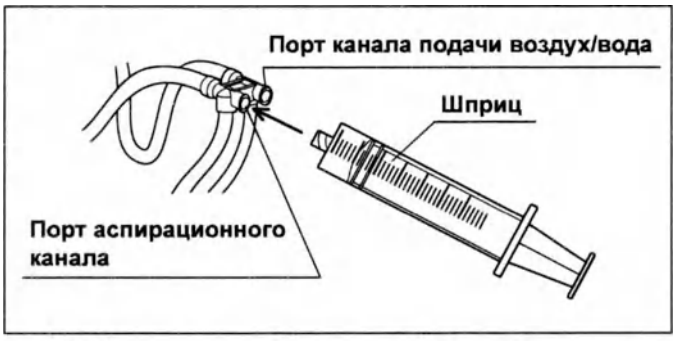

Рис. 6.30
2. Присоедините шприц к порту аспирационного канала инъекционной трубки. (см. рис. 6.30)
1. Присоедините шприц к порту аспирационного канала инъекционной трубки. (см. рис. 6.30)